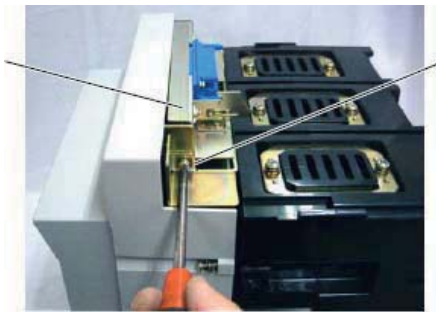
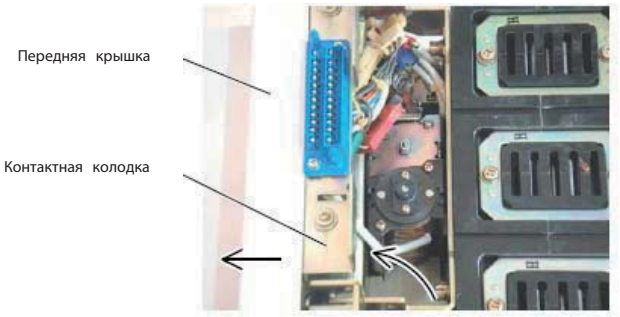

Рис. 37. Фиксирующие винты контактной колодки
Рис. 38. Поворачивание контактной колодки
(2) Открутите фиксирующие винты контактной колодки, как показано на рис. 37.
(3) Сдвиньте переднюю крышку влево поверните контактную колодку вверх, как показано на рис. 38.
4) Извлеките фиксирующие винты контактной колодки, как показано на рис. 37.
5) Поверните контактную колодку вверх, как показано на рис. 38.
7) Отвинтите крепежные винты контактной колодки, как показано на рис. 37 и поверните контактную колодку вверх, как показано на рис. 38.